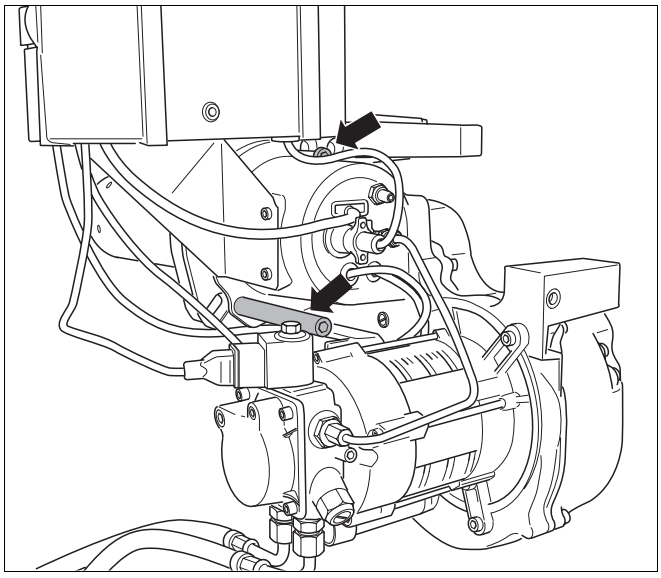

Rys. 32 Poluzowanie śrub mocowania bagnetowego
- Odkręcić obie śruby mocowania bagnetowego (rys. 32, **strzałki**).